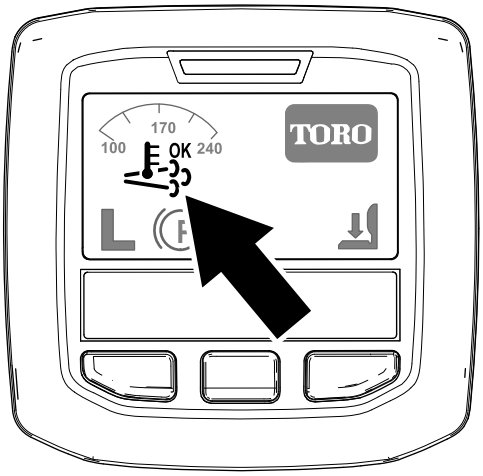

**Figuur 39**
- Het pictogram ondersteunde/reset regeneratie verschijnt op het InfoCenter (Figuur 39).